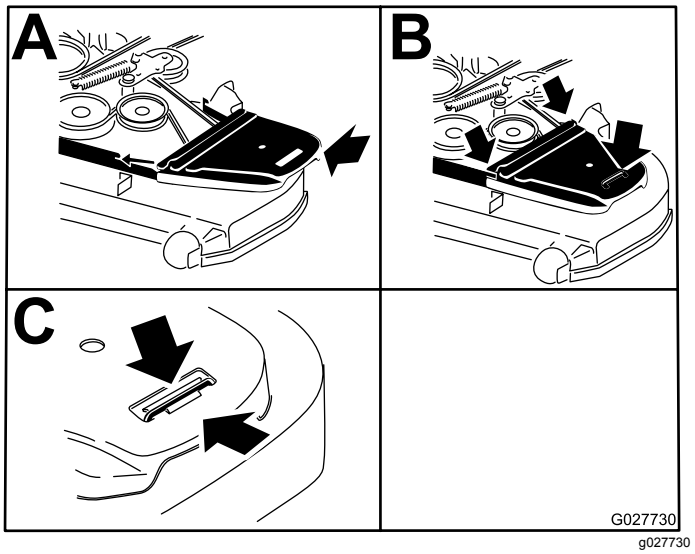

Figur 92
14. Monter remdekslene (Figur 92).